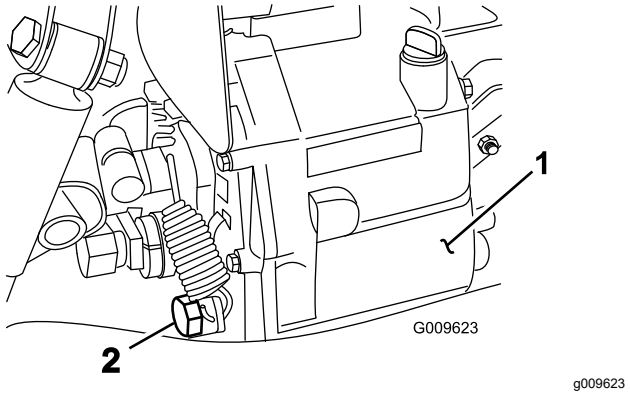

**Figura 69**
4. Retire el tapón de vaciado del lado del depósito y deje que se drene el fluido hidráulico en el recipiente (Figura 69).